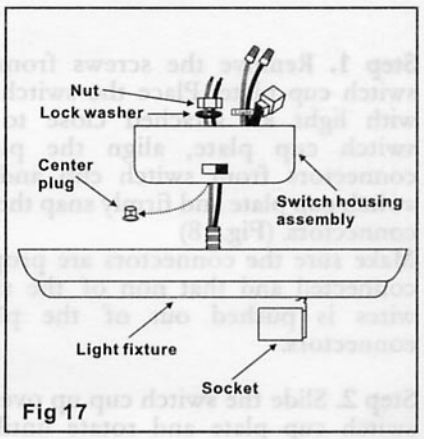

Fig 17
.**Step 1.** Remove and discard the center plug from the switch cup. (Fig. 17)
Step 2. Feed the BLACK and WHITE wires from the light kit through the center hole of the switch cup. Thread the switch cup to the nipple on the light kit. (Fig. 17)
Step 4. Locate the WHITE and BLUE wires in the switch cup labeled "LIGHT", remove the wire nuts attached to these wires. (Fig. 17)
Step 5. Proceed to make the wire connections as follows; Connect the WHITE wire from the switch cup to the WHITE wire from the light kit, secure the connection with a wire nut previously removed. Follow the same procedure for the BLUE wire from switch cup and BLACK wire from light kit. You may wrap the connections with electrical tape for added safety. (Fig. 17)